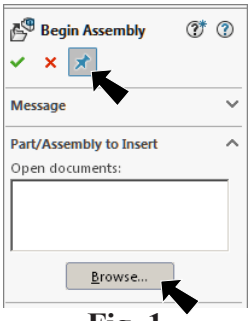

Fig. 1
Step 2. Click **Keep Visible** in the Property Manager, **Fig. 1**.
Step 3. Click **Browse** in the Property Manager, **Fig. 1**.